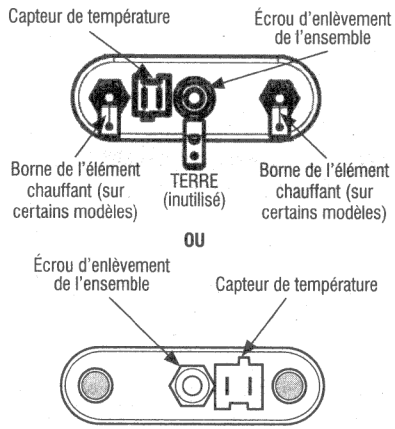

Figure 9 - L'ensemble de l'élément chauffant/capteur de température
6. Débrancher les connecteurs de l'élément chauffant. Voir Figure 9.
6. Débrancher le connecteur du capteur de température sur l'élément chauffant. Voir Figure 9.